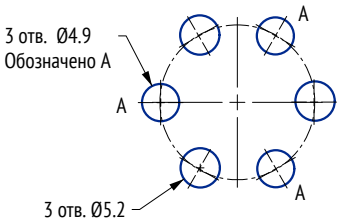

Рисунок 3
6.5 В тех случаях, когда слишком много выносок ухудшают разборчивость рисунка, для обозначения элементов следует использовать буквы или символы (рис. 3).